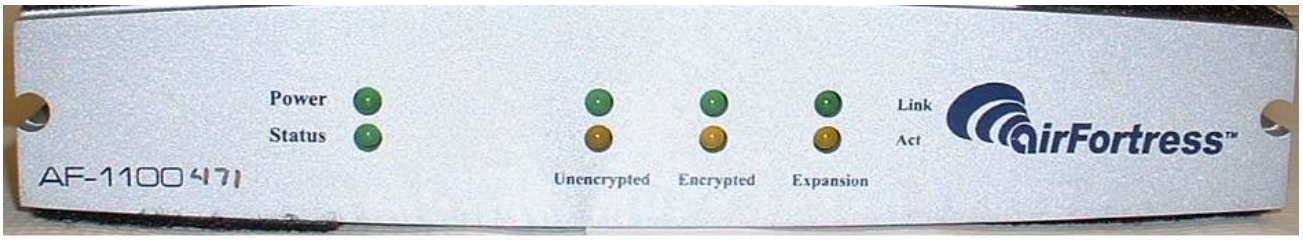

Figure 3-16 Inline Encryptor LEDs
c. **Hubs**. When the hubs are first powered on, every light on the hub comes on for about 2 seconds. Then they all go out except the power light and any port lights with a computer or network device actively communicating. Figure 3-16.
(1) Port lights flicker to indicate outgoing traffic.
1. During normal operations the lights on the front of the encryptor, should be as follows: Figure 3-16